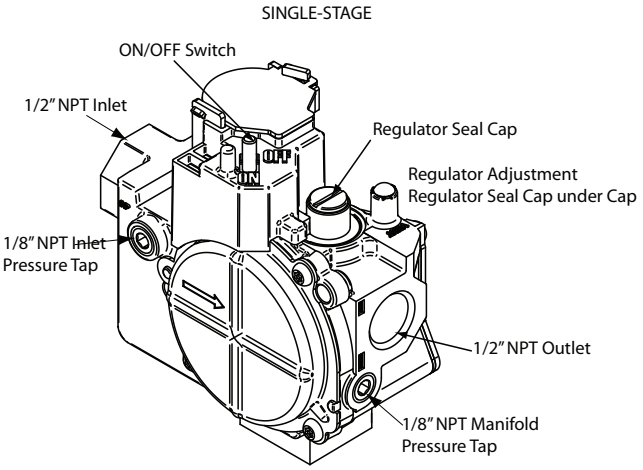

Fig. 62 - Gas Valve without Tower Pressure Ports
1. Adjust manifold pressure to obtain proper gas input rate. See Fig. 62.
h. Remove regulator adjustment cap from gas valve pressure regulator and turn adjusting screw (3/16 or smaller flat-tipped screwdriver) counterclockwise (out) to decrease input rate or clockwise (in) to increase input rate. See Fig. 62.